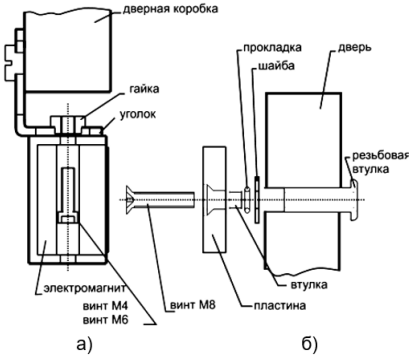

Рис.1. Схема установки замка
1.1.2. При помощи двух винтов электромагнита и гаек из крепежного комплекта установите электромагнит на уголок, как показано на Рис.1а.
2.2. С помощью деталей из монтажного комплекта установите пластину с внутренней стороны двери согласно Рис.1б. При установке *необходимо обеспечить люфт* пластины относительно крепежного винта. Люфт обеспечивается установкой резиновой прокладки, шайбы и втулки, входящих в монтажный комплект.